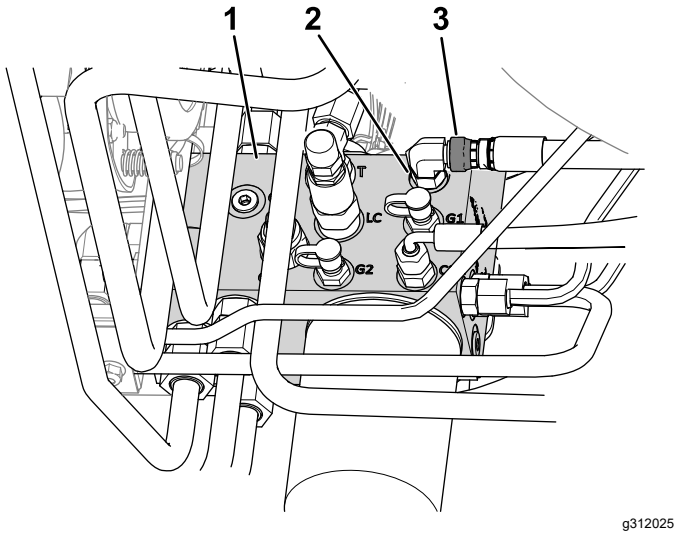

Figura 10
B. Allentate il dado girevole del flessibile collegato alla porta C1 del collettore idraulico (Figura 10).